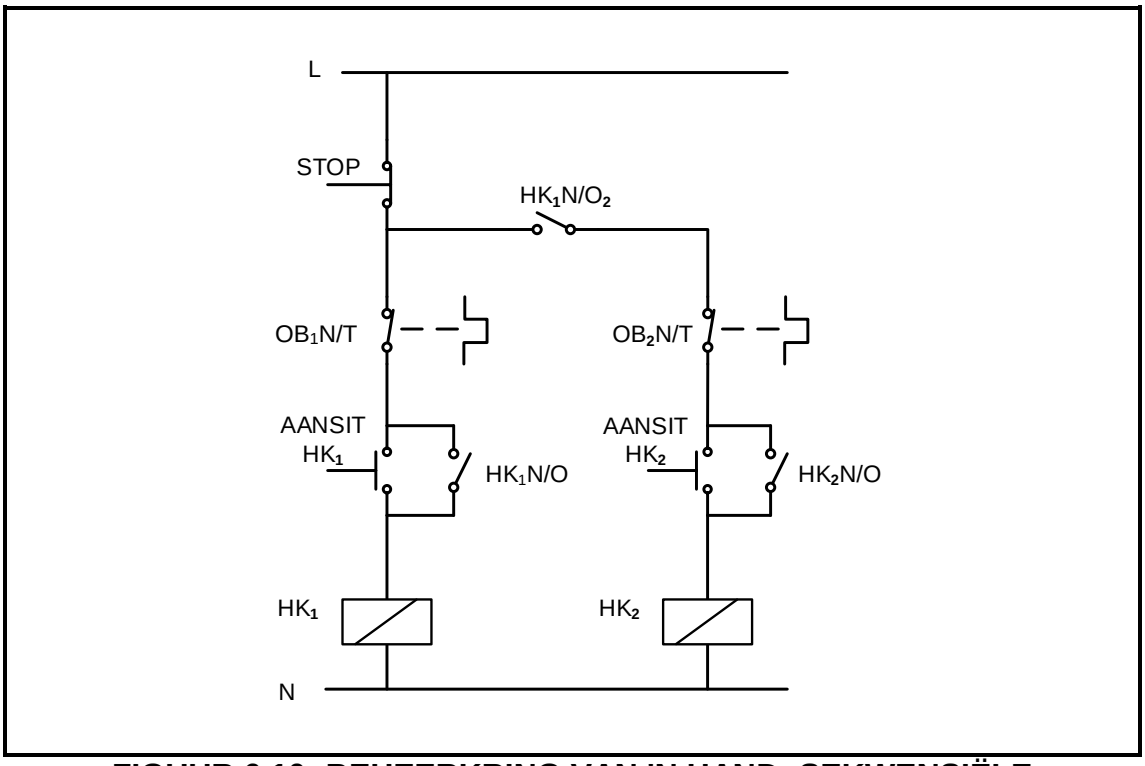

FIGUUR 6.10: BEHEERKRING VAN 'N HAND- SEKWENSIËLE AANSITTER (10)
6.10 FIGUUR 6.10 hieronder toon die beheerkring van 'n hand- sekwensiële aansitter. Teken die PLB-leerlogikadiagram wat dieselfde funksie sal uitvoer.